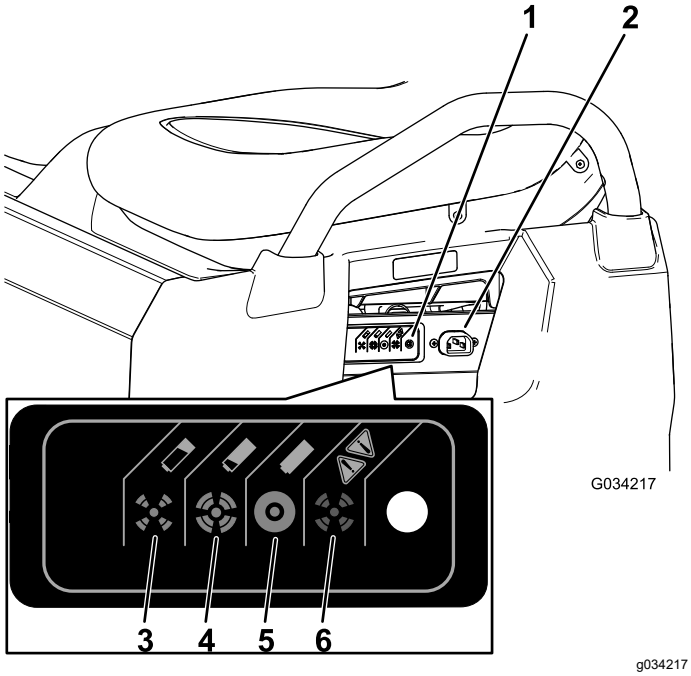

Figur 38
3. Koble en **16 måler (eller større diameter), 2,5 m eller kortere laderledning** til ladeinngangen på maskinen (Figur 38).
Se følgende tabell og Figur 38 for informasjon om betydningene til de ulike fargene til statuslampen for laderen.